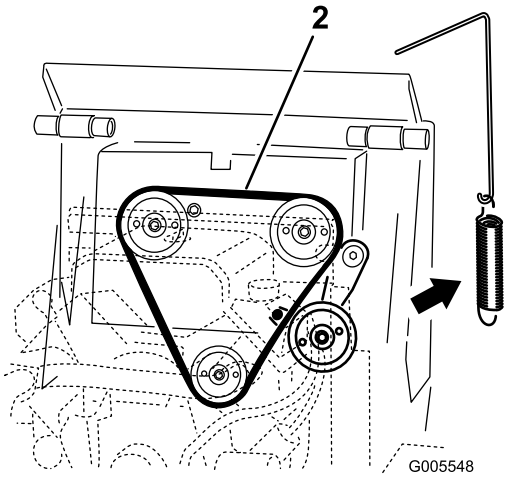

Figur 48
4. Ta bort mellanremskivans fjäder från mellanremskiveenheten (Figur 48).
6. Montera en ny drivrem runt de tre remskivorna (Figur 48).